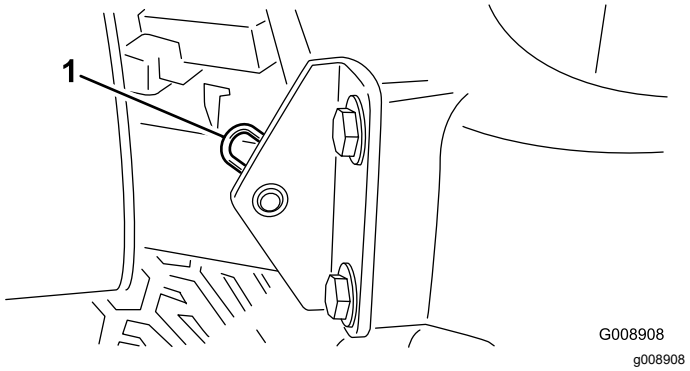

**Figur 43**
2. Fjern låseclipsen, der fastgør motorhjelmens drejetap til monteringskonsollerne (Figur 43).